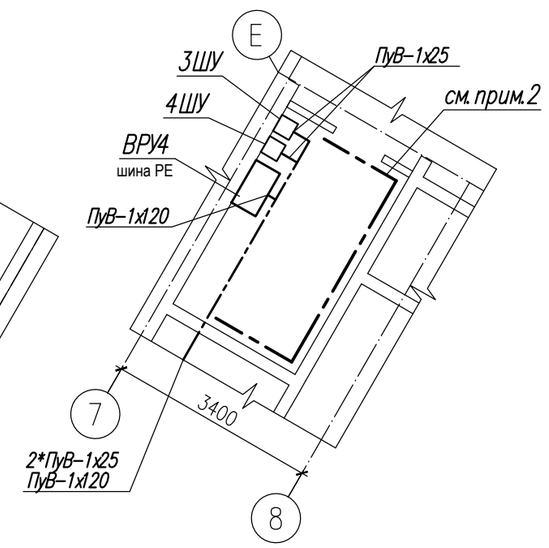

Рис. 1
1. Подключение трубопроводов к системе уравнивания потенциалов выполнить через хомуты-рис.1. Подключение воздуховодов и кабельных конструкций к системе УП выполнить под болт. Схема принципиальная УП - см. лист 16.